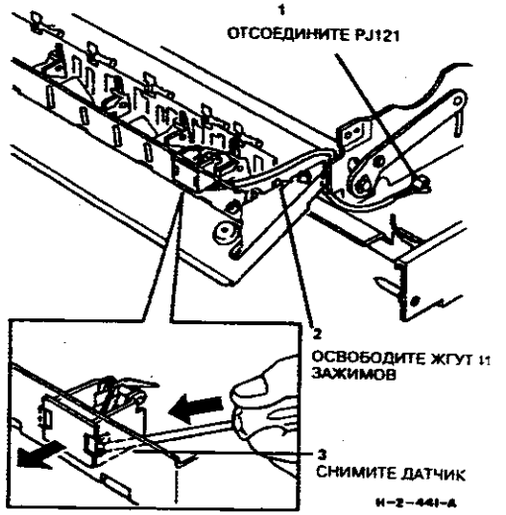

**Рисунок 2. Снятие датчика**
4. (Рисунок 2) Снимите датчик вывода копий (S10-100).